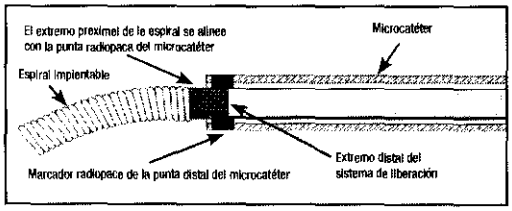

Figura 4 – Posición de las bandas marcadoras antes del desacoplamiento
28. Haga avanzar la espiral hacia el lugar deseado hasta que el marcador radiopaco del sistema de liberación esté alineado o ligeramente distal al marcador radiopaco de la punta distal del microcatéter, de modo que la zona de desacoplamiento esté justo fuera de la punta del microcatéter. Vea la figura 4.